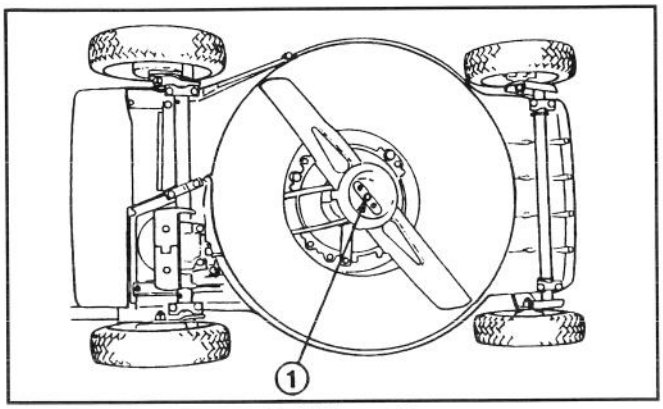

Abbildung 21
3. Den Mäher auf die linke Seite kippen (Abb. 21). Das Messer nicht drehen, da es sonst Startprobleme geben könnte.
Unterlegscheibe, Schutzpfanne und Messer (Abb. 21 & 23).